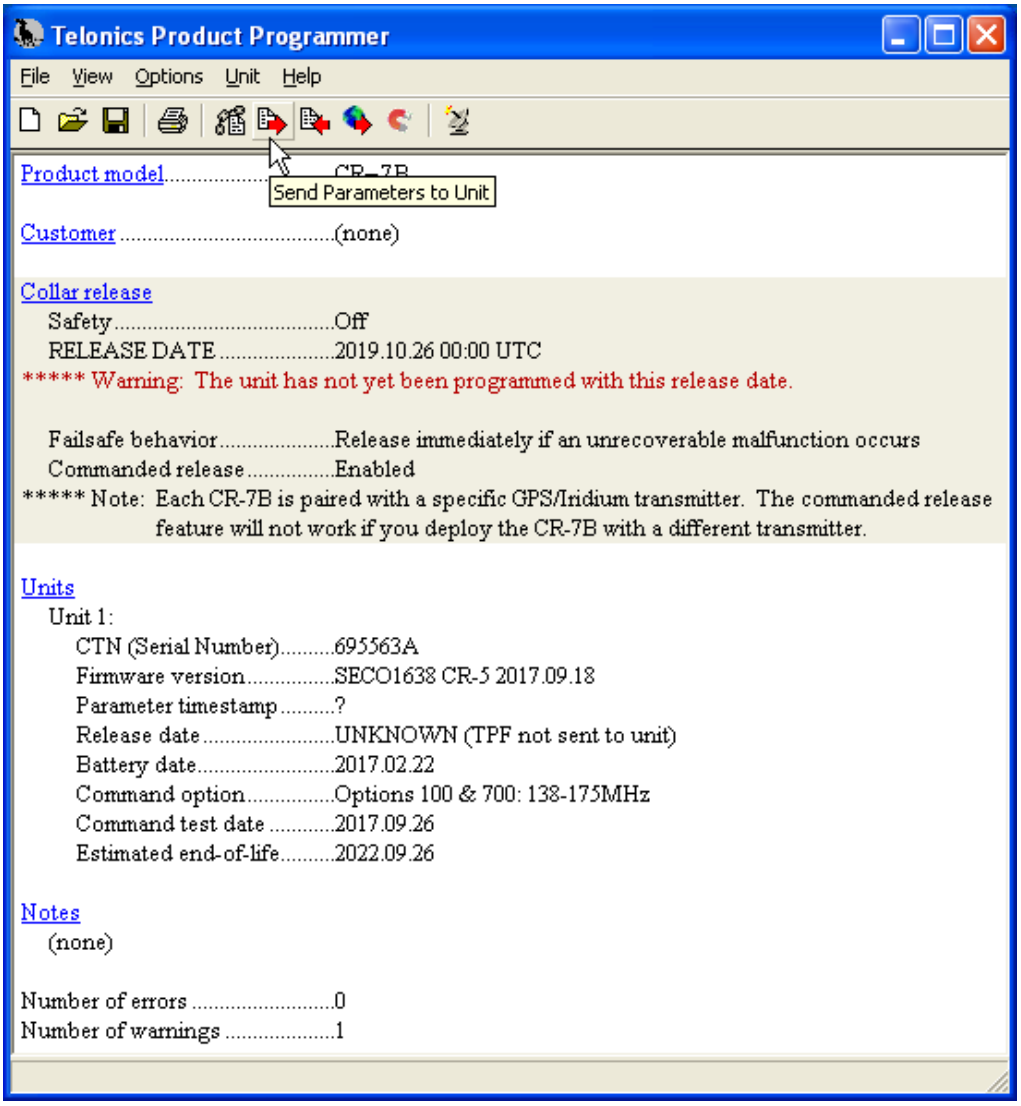

Figure 12
9. Click the **Send Parameters** button on the toolbar (Figure 12).
5. Click the **Send Parameters** button on the toolbar (Figure 12).